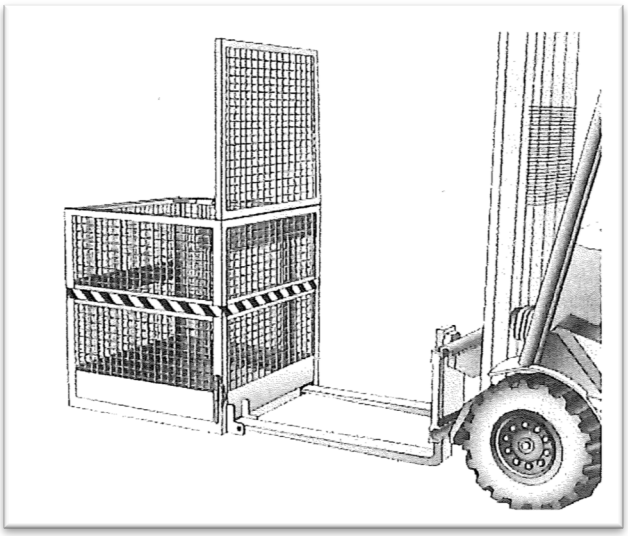

Figura 2
2. disporre il carrello elevatore con i montanti verticali e le forche alla stessa altezza delle guide per le forche (figura 2). Le forche del carrello devono essere regolate con una larghezza tale da lasciare un gioco minimo al momento dell'inserimento nelle guide;